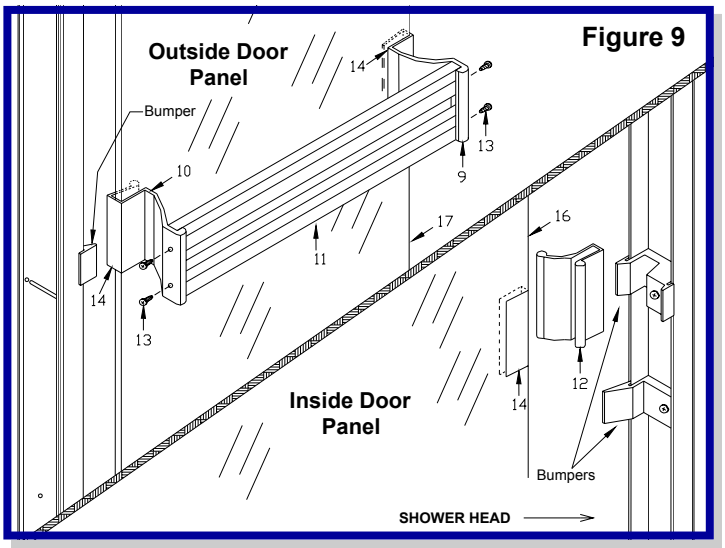

Figure 9
- Set handle vinyl (14) in place over edges of outside glass panel (17) with bottom of vinyl in line with bottom of bumper. ***(See Figure 9)***
- Bracket (10) with pull should be to jamb side of slider opposite the shower head.
- Assemble towel bars (11) to brackets (9 & 10) using 4 #6x1/2" SM screws (13).
- Set handle vinyl (14) in place over edge of inside glass panel (16) at the shower head end, with bottom of vinyl in line with bottom of bumper. Tap inside door pull (12) in place over vinyl. ***Note: Larger portion of pull is on the inside of slider.***